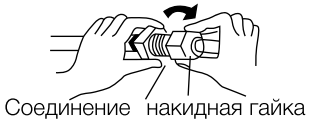

Рис. 4
- Присоедините развальцованный край трубки, затем слегка прижмите гайкой (Рис. 4).